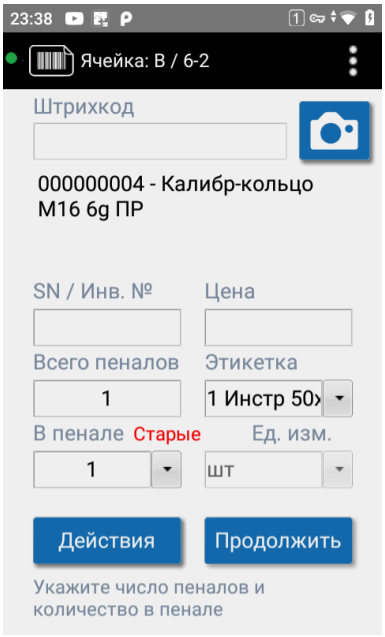

Рисунок 92. Данные нового пенала при первичной маркировке
4. Заполните данные пенала (см. Рисунок 92): «SN / Инв. №», цену, «Всего пеналов», «В пенале», новые или старые, этикетку. Нажмите «Продолжить».